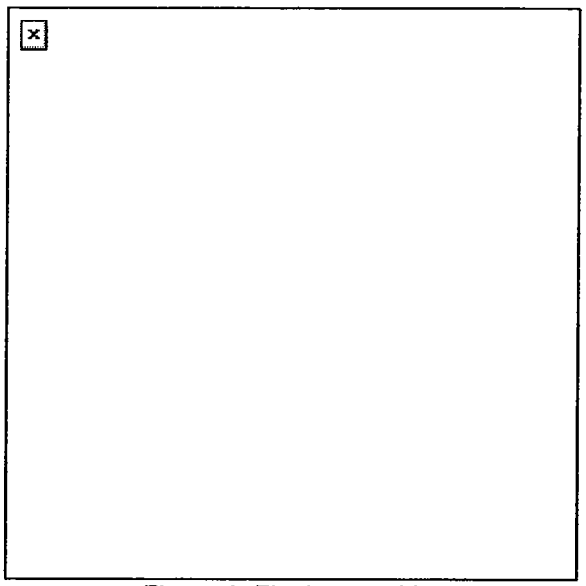

Figure 8. Final assembly.
f. Push the firing pin block lever down. Grasp the slide and barrel assembly with the sights up, and align the slide on the receiver assembly guide rails (Figure 8).
g. Push until the rear of the slide is a short distance beyond the rear of the receiver assembly and hold. At the same time, rotate the disassembly latch lever upward. A click indicates a positive lock (Figure 8).